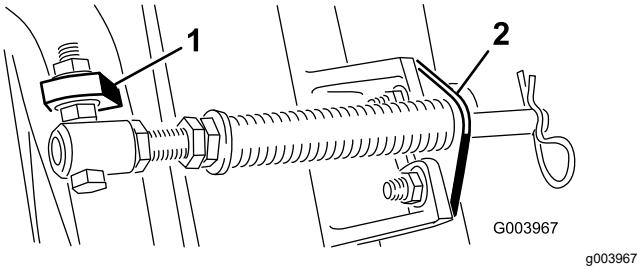
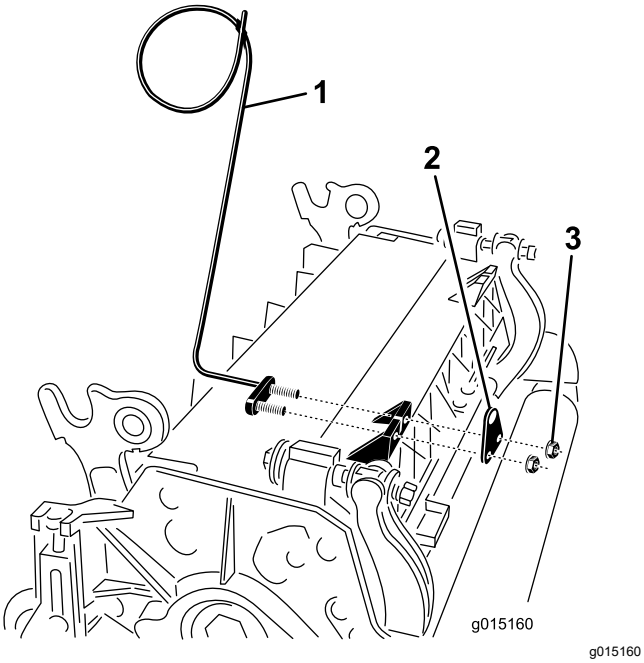

**Figur 11**
**Figur 13**
**Merk:** Still skruehodet på utsiden av tappen, som vist i Figur 11.
E. Monter stangbraketten til klippeenhetstappene med låseskruene og mutterne (Figur 11). På klippeenheten monterer du venstre slangefører på fremsiden av klippeenhetstappene når du monterer stangbraketten igjen (Figur 13).